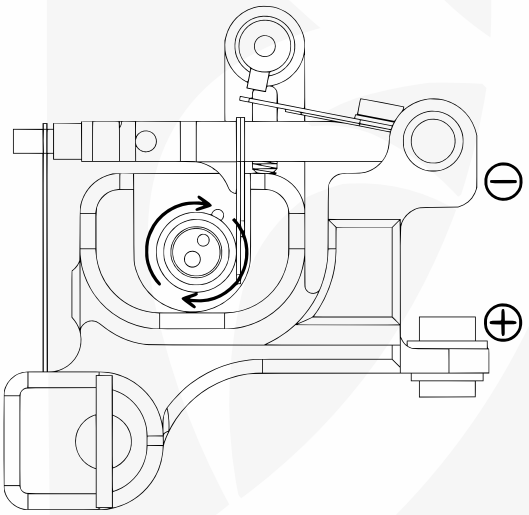

Fig 1: *Connection correcte du clipcord et sens de rotation du moteur*
- **Fil rouge** (+) : Il doit être connecté à la **borne inférieure** du connecteur de la machine. (Fig. 1)
- Lors de la mise en marche de la machine, vérifiez que le **moteur** tourne dans le **sens des aiguilles d'une montre**. C’est la **bonne direction** pour garantir un coup **ferme et cohérent**. (Fig. 1)
- Si le moteur tourne dans le sens opposé, débranchez le **clipcord** et inversez les connexions de **polarité**. (Fig. 1)